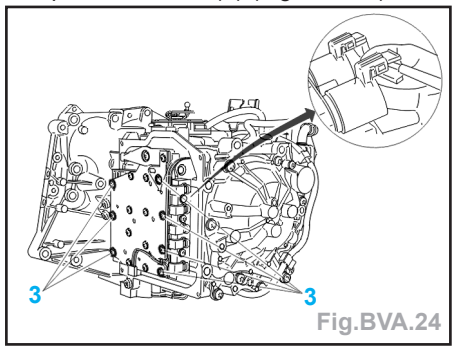

Fig.BVA.24
- Déposer les 7 vis (3) (Fig.BVA.24).